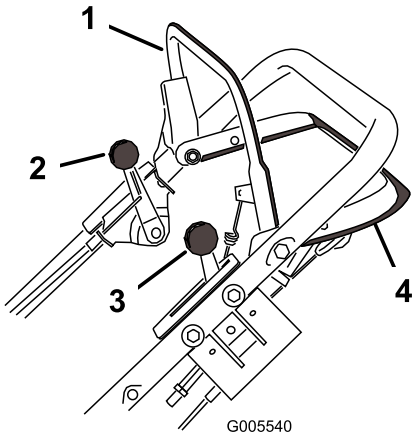
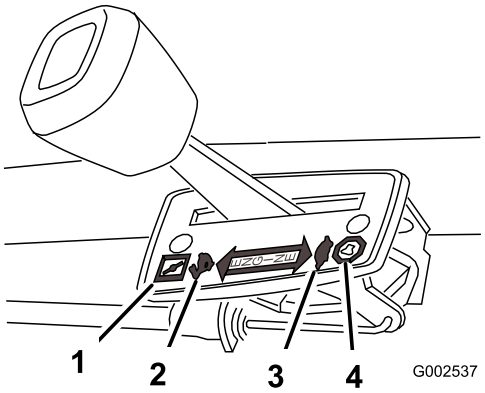

Figuur 10
Figuur 11
De bedieningsstang van het maaimes, de vergrendeling van de bedieningsstang, de rijsnelheidshendel, de gashendel en de bedieningsstang van de tractie bevinden zich op het bovenste deel van de handgreep zoals wordt getoond in (Figuur 10).
De standen van de gashendel worden getoond in Figuur 11.
4. Zet de rijsnelheidshendel in de neutraalstand (N) (Figuur 10 en Figuur 11).
De maaimachine heeft 3 rijsnelheden: 1 is langzaam, 2 is medium en 3 is snel. De rijsnelheidshendel zit op het bovendeel van de handgreep (Figuur 11).